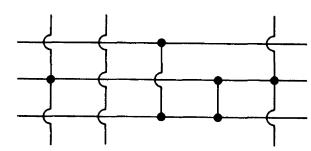

FIGURE 1-1B
2. In Fig. 1-1B, how many times do conductors cross each other and how many times are conductors connected to each other? Conductors cross each other _____ times. Conductors are connected to each other_____ times.